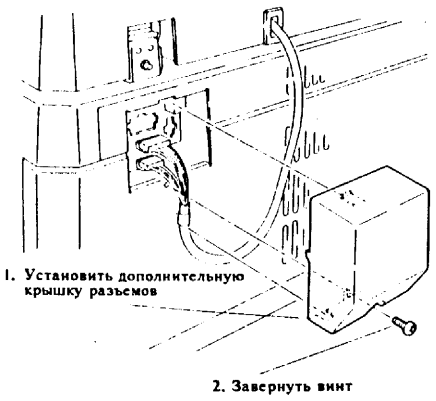

Рис.11 Установка дополнительной крышки разъемов
(8) Установить дополнительную крышку разъемов из набора (рис.11).